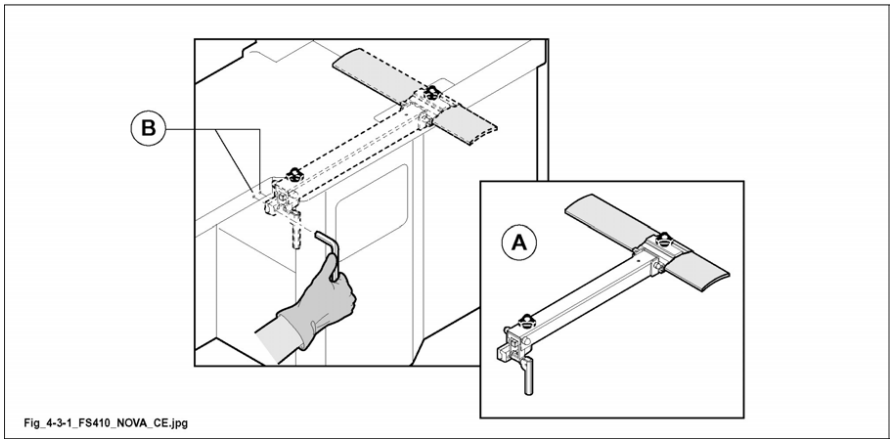

Fig. 4.3-1
For transport reasons bridge (A fig. 4.3-1) is demounted.
1) fit the protection (A fig. 4.3-1) into place as shown in the picture.
2) Screw the 2 retaining screws through the holes (B fig. 4.3-1).